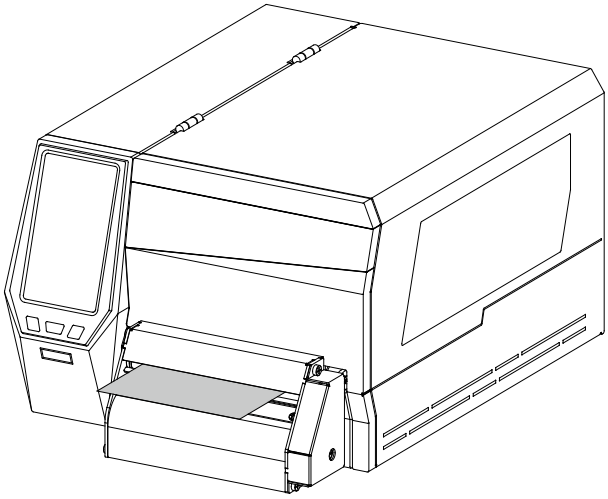

Figure 2-25 Close the Flip-up Cover
7. Close the flip-up cover. Enter the LCD touch-screen settings menu and set the printed label handling mode to Cutter Mode (please refer to 3.2.1.7 Printed label handling). As shown in Figure 2-25.